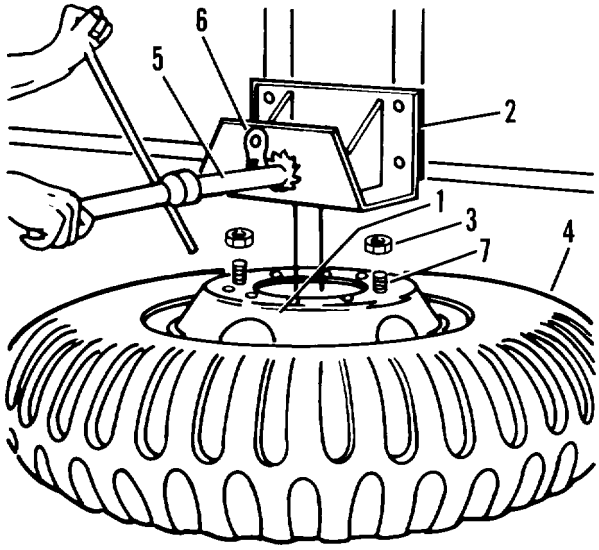

Figure 2-31. Spare tire carrier
(1) With lug nut wrench from towing vehicle, loosen two safety nuts (3, figure 2-31) securing studs (7) of wheel support (1) in the bracket assembly (2).
(2) Rotate tire (4) slightly to free studs from slots.
(1) Insert wheel support (1, figure 2-31) in hub opening and fit securing studs in two stud holes in the wheel.
(2) Screw safety nuts (3) loosely on studs (7).